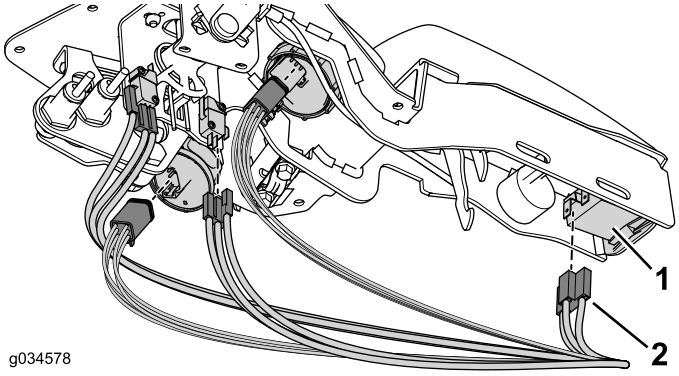

Figur 30
5. Anslut kablaget till lämpliga kontakter (Figur 30).